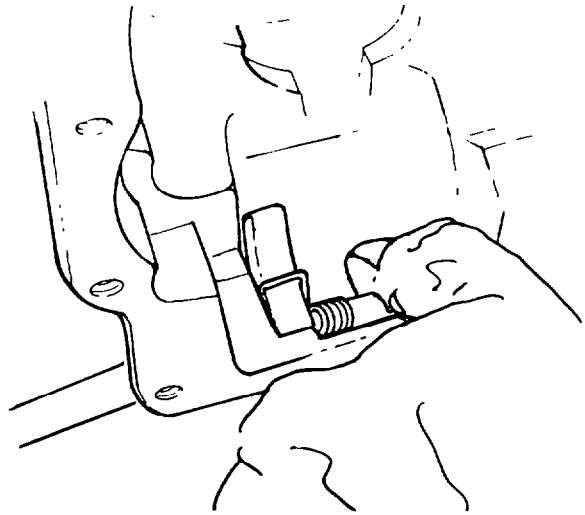

Fig. 100 — Assembling Shutoff Shaft
f. If the lubrication duct plug (item 46) was removed, apply "Loctite 242" to the threads of the housing (item 7) and screw the plug in until seated. Torque the plug to 8.5 – 9 Nm (75 – 80 lb.in.).
g. If the supply pump mounting studs (items 8) need replacement, re-tap the housing (.250 in. – 20 UNC – 2B thread) to a depth of 15.2 – 15.8 mm (0.60 – 0.625 in.), clean out, apply "Loctite 271" to the housing and stud thread, and install a new stud projecting 14.5 mm (0.571 in.) from housing.
h. When replacing the oil seal (item 55), clean out the bore, apply "Locquic T" primer and "Loctite 271" to O.D. of the seal, and press in until seated. The sealing lip must face inwards.
i. Install the shutoff shaft (item 56) into the seal (item 55), stop lever (item 57) and spring (item 58) and through to the bore opposite the seal as shown in fig. 100.